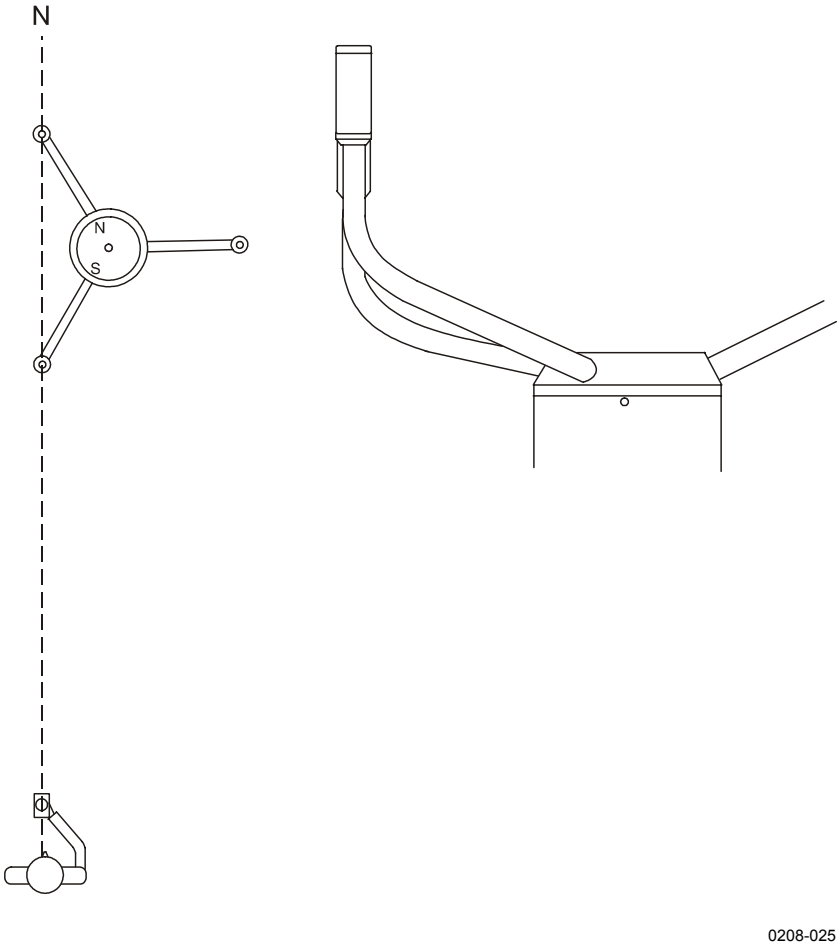

Figure 6 Correctly Aligned WS425 Ultrasonic Wind Sensor
4. Raise the tower to the vertical position. Figure 6 below shows the correct alignment.